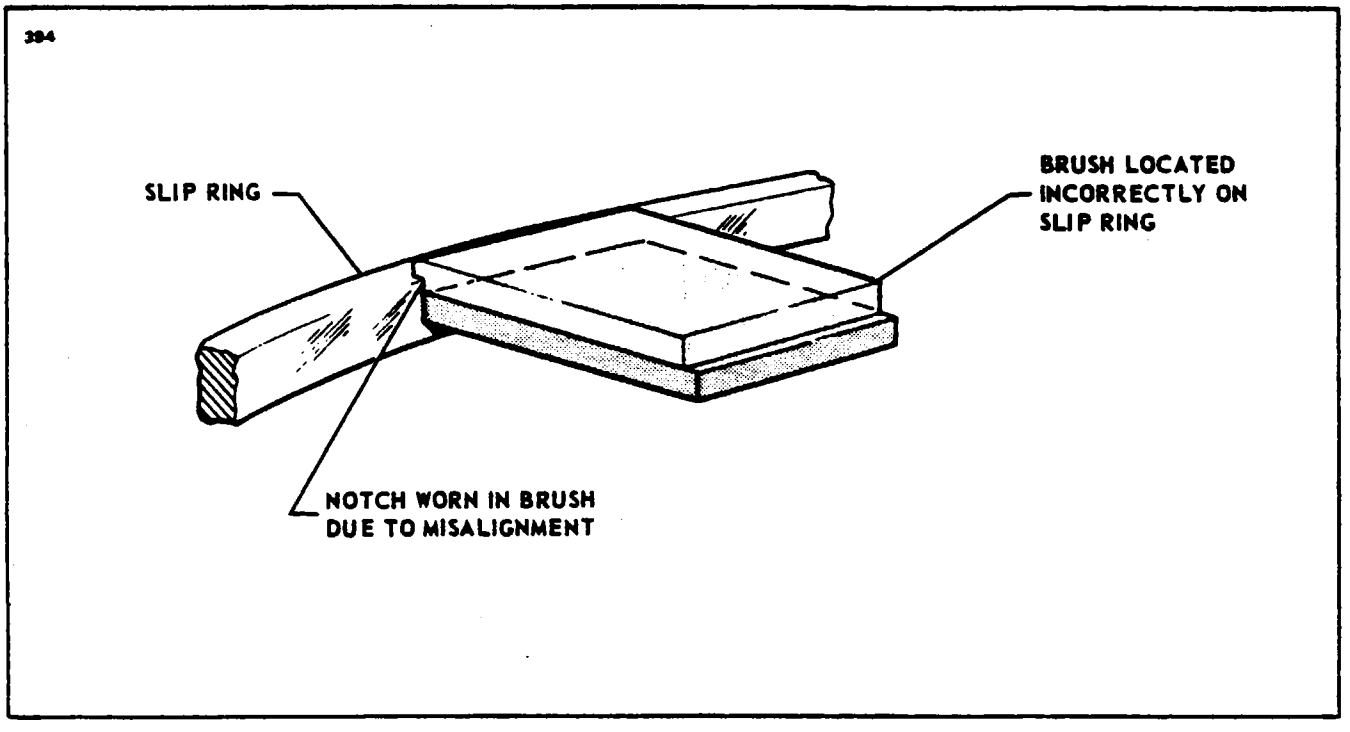

Figure 14-9. Centering of Brushes on Slip Rings
1. Test that each brush rides fully on its slip ring over 360°. Figure 14-9 shows wear pattern if this condition is not corrected. If alignment is off, shim where brush block attaches to mounting bracket. The shim is a series of laminates and may be peeled for proper alignment of brushes to slip rings. If old shim is not thick enough, a new one must be installed.